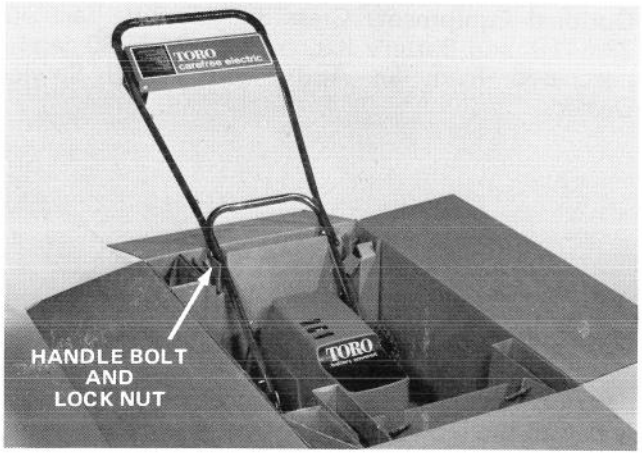

Figure 2
2. Let handles rest against carton and tighten both handle bolts and lock nuts (Fig. 2).